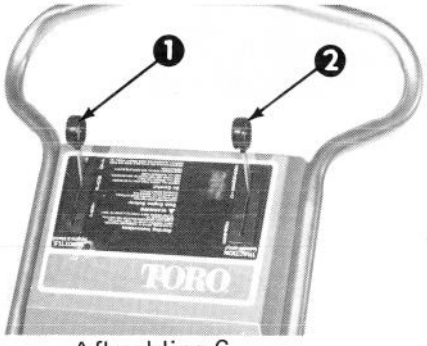

Afbeelding 6
**GASMANET** (Afb. 6)—Het gasmanet wordt voor het afzetten van de motor en het regelen van de messnelheid gebruikt. De snelheid van de motor wordt opgevoerd door het gasmanet naar voren te brengen; de snelheid van de motor wordt verminderd door het gasmanet naar achteren te brengen.
Aandrijvingsknop—De aandrijvingsknop heeft 2 standen: ENGAGE en DISENGAGE. Breng de knop naar links en naar voren om de voorwiel-aandrijving in te schakelen. Trek de knop naar achteren in de pal om de voorwielaandrijving te ontkoppelen. De pal houdt de aandrijvingsknop in de DISENGAGE positie. De aandrijvingsknop (Afb. 6) moet in de DISENGAGE pal staan voordat de motor gestart kan worden.